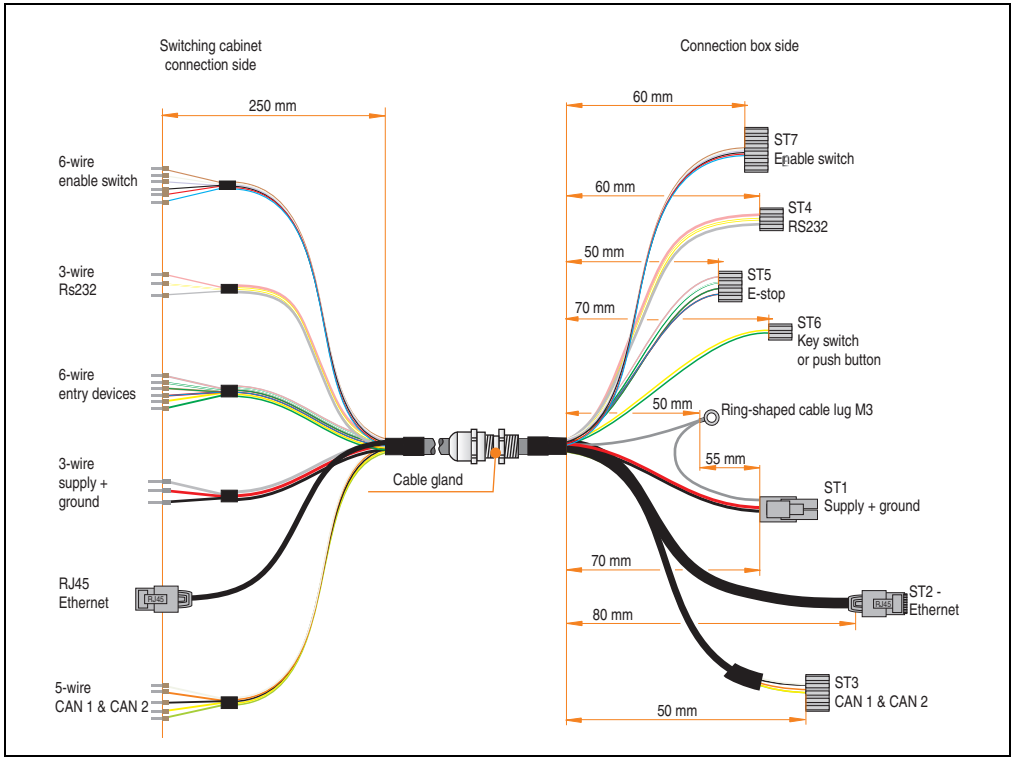

Figure 7: Cable layout for box cable 5CAMPB.0100-10
4) Connecting the Mobile Panel box cable (ST1, ST2, ST3, ST4, ST5, ST6, ST7) to the connection box. See figure 7 "Cable layout for box cable 5CAMPB.0100-10" on page 29 for connecting the cable.